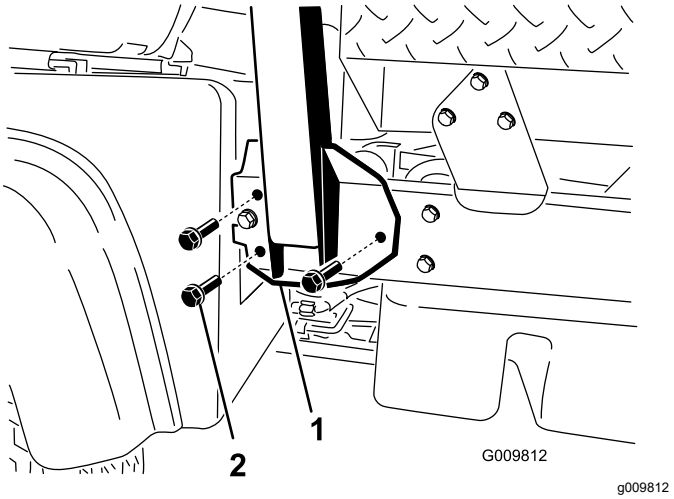

**Figuur 4**
1. Lijn de zijden van de rolbeugel uit met de montageopeningen aan weerszijden van het voertuig zoals afgebeeld in Figuur 4.